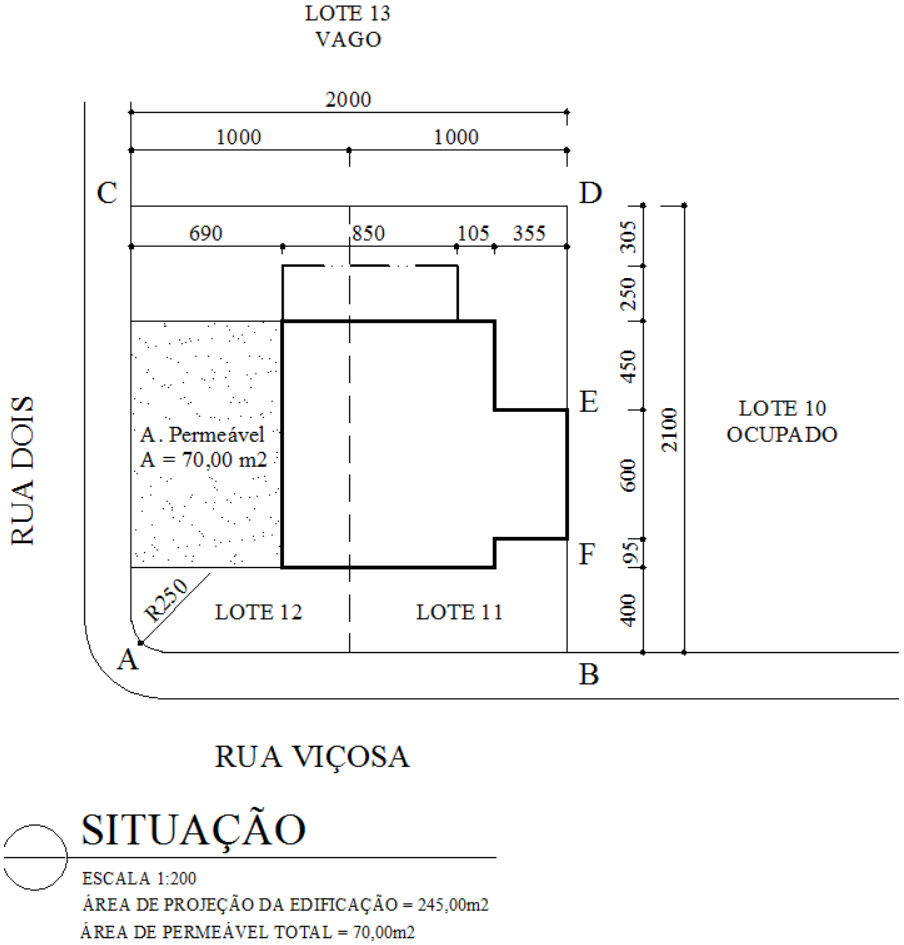

FIGURA 52-A
C.5.3) Dimensões do Terreno: O terreno a ser implantado o projeto deve ser representado com linha de traço fino e contínuo. Quando estiver sendo ocupado mais de um lote, deve-se delimitar cada um deles com linha tracejada fina e a denominação dos lotes é obrigatória (FIGURA 52-A).
Deverão ser indicadas também as cotas de todas as dimensões do terreno, bem como, se possuir, raios e ângulos agudos e obtusos (FIGURA 52-A). Deve-se determinar, ainda, pontos nas extremidades do terreno, assim como nos locais onde a edificação encosta na divisa ou onde a divisa muda de direção. Estes pontos serão designados por letras e servirão para identificar os Perfis do Terreno a serem apresentados no projeto arquitetônico (FIGURA 52-A).